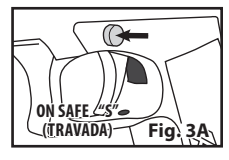

Fig. 3A
- Empurre a trava de segurança completamente para dentro a partir do lado esquerdo para cobrir o anel VERMELHO ao redor da trava do lado esquerdo da arma de pressão. Agora a arma de pressão está TRAVADA (Fig. 3A).